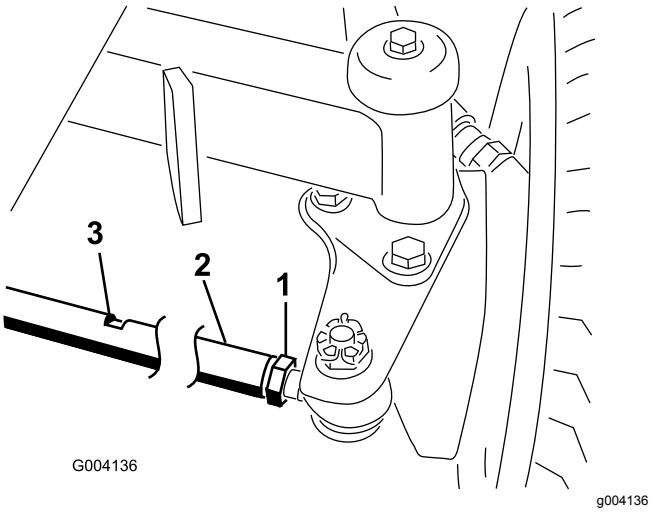

Figur 64
2. Løsne låsemutteren på begge ender av parallellstaget (Figur 64).